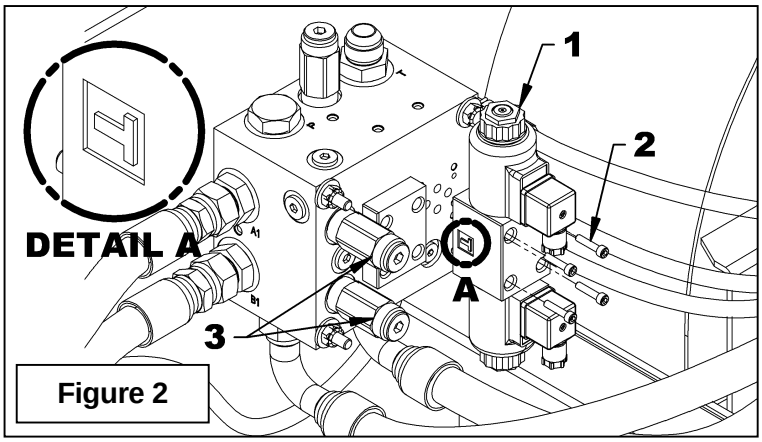

Figure 2
6. **Figure 2:** Enlever les vis à tête cylindrique 10-24 X 7/8" et retirer la plaque de droite du bloc hydraulique. S'assurer d'enlever les joints toriques collés sur le bloc hydraulique et bien nettoyer les quatre orifices avant d'installer la valve. Fixer la valve électro-hydraulique (item 1) au bloc avec les quatre vis à tête cylindrique (item 2) fournies avec la valve en s'assurant que les joints toriques de la valve sont bien en place.
IMPORTANT: S'assurer de fixer la valve dans le bon sens. Elle doit avoir l'indication "T" du côté des valves de surpressions (fig. 2 item 3).